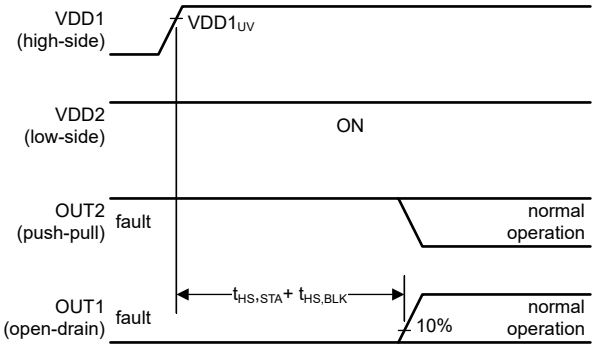

图 6-4. VDD2 保持开启；VDD1 开启（长延迟）
在图 6-4 中，高侧电源 (VDD1) 在低侧电源 (VDD2) 开启很长时间后开启。OUT1 最初处于低电平状态，而 OUT2 处于高电平状态；请参阅实例 (1)。在高侧电源启用后，需要保持一段时间 ($t_{HS,STA}$ + $t_{HS,\ BLK}$)，器件才会正常运行，并且输出会反映比较器的当前状态。